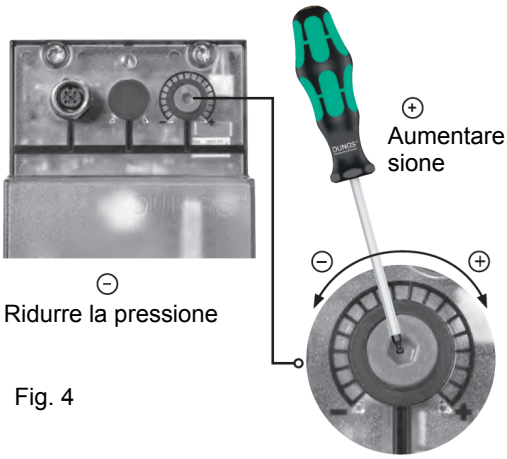

Fig. 4
ATTENZIONE: Per impostare la pressione in uscita del regolatore VD-R, agire sull'apposita ghiera di regolazione (Fig. 4)
2. Spingere VD in avanti fino alla battuta, fig. 4.